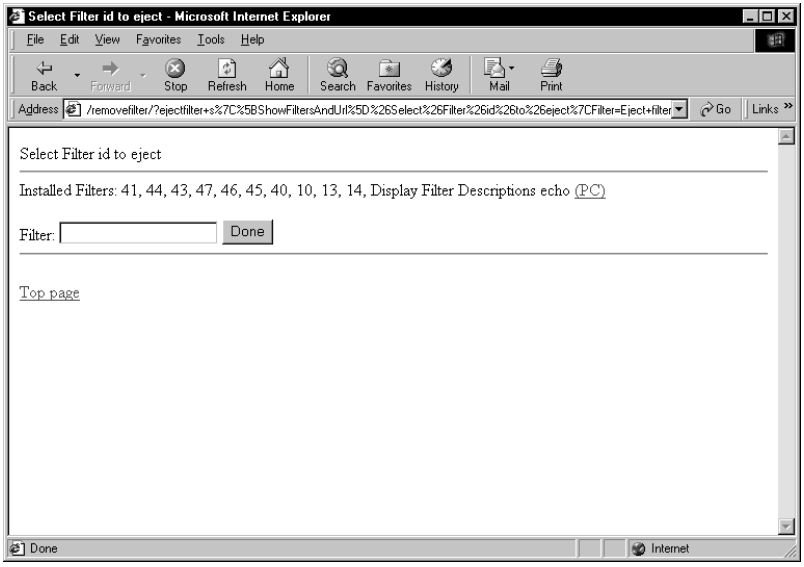

Figure 13-10. The Select Filter ID to Eject window.
3. Click **Eject Filter.** The Select Filter ID to Eject window appears and displays a list of the bar codes for the installed filters (figure 13-10).